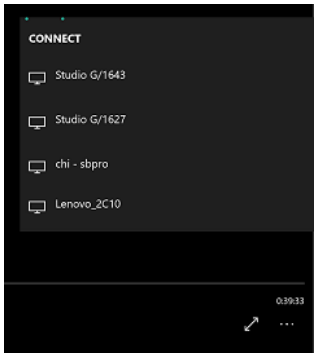

Figure 3: Device Picker UI
- **With the Device Picker UI**. Windows Apps that support casting contain a device picker UI, such as the **Cast to device** feature in the Windows Movie & TV App (Figure 3) or the Edge browser.